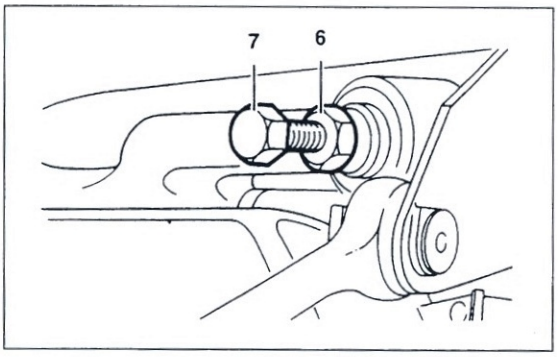

Bild 29
● An getriebeseitiger Stellschraube ⑦ Bild 29 am Ausrückhebel Gegenmutter ⑥ lösen und Stellschraube ein bis zwei Umdrehungen heraus-